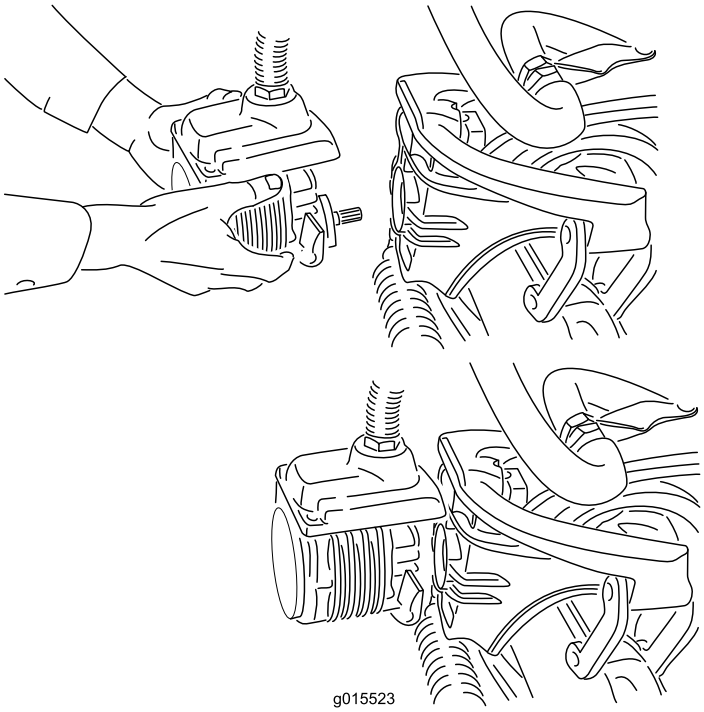

Figuur 37
4. Zet de motor in de opbergruimte op de voorkant van de ophangarm (Figuur 37).